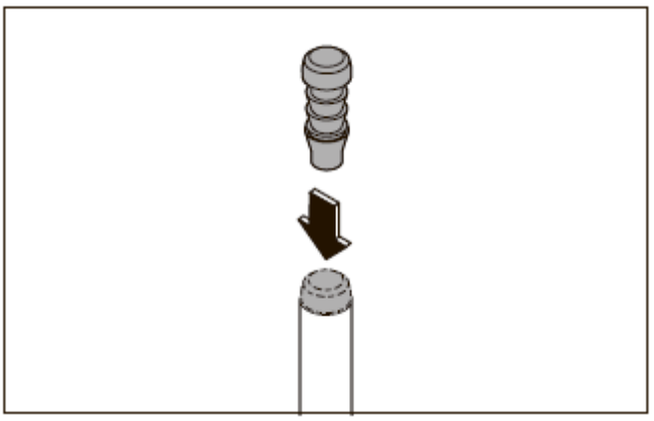

Рис. 44 Вставка пластиковой заглушки
6. Вставьте пластиковую заглушку до упора в верхний шпингалет (рис. 44).